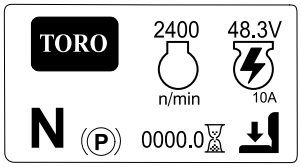

Figuur 20
- **Hoofdscherm** (Figuur 20): toont huidige informatie over de machine terwijl het sleuteltje op AAN staat.